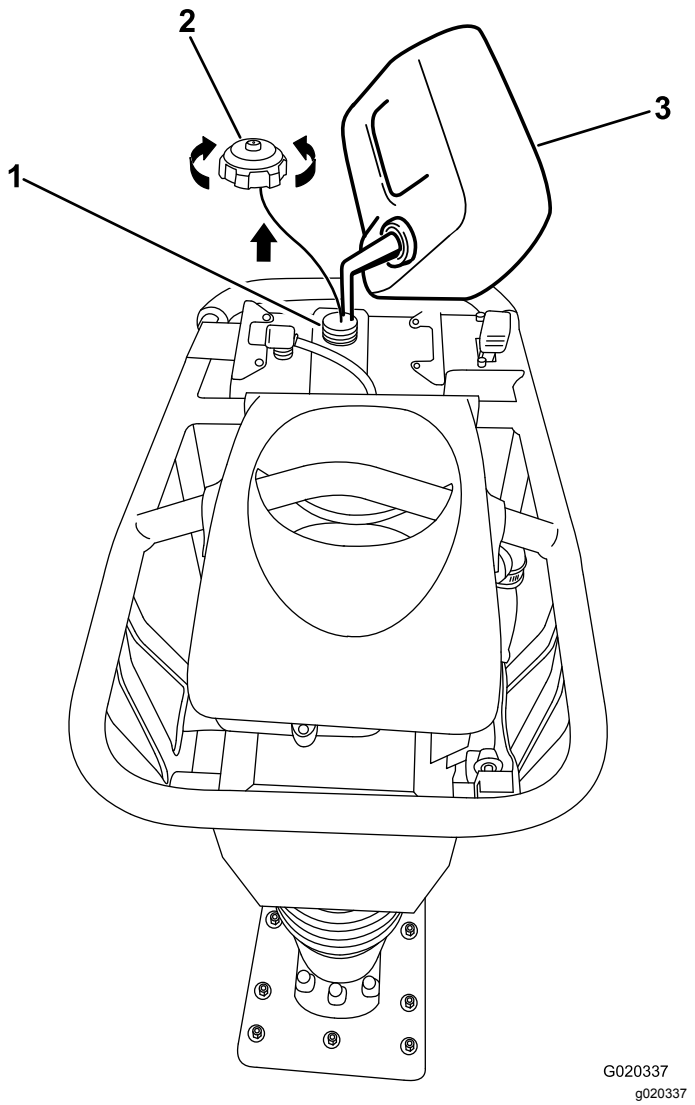

Figure 9
3. Nettoyez la surface autour du bouchon du réservoir de carburant et enlevez le bouchon (Figure 9).